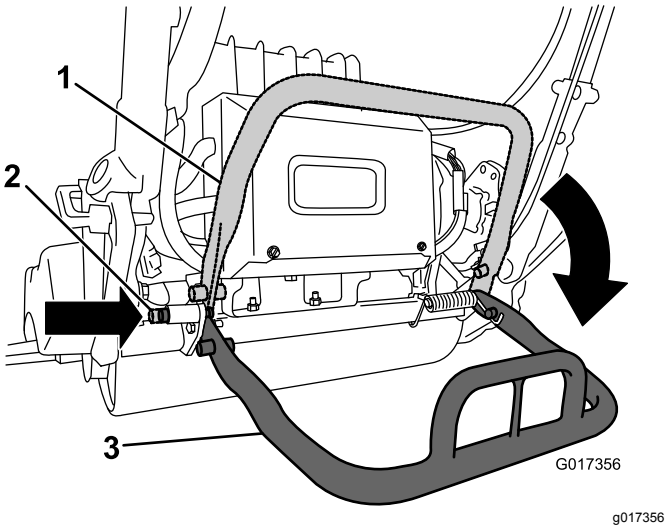

Figuur 30
- Om te voorkomen dat de machine achteroverkantelt bij het verwijderen van de messenkooi moet u de kickstandaard laten zakken en de borgpen indrukken om de kickstandaard in de ONDERHOUDSSTAND te borgen (Figuur 30).